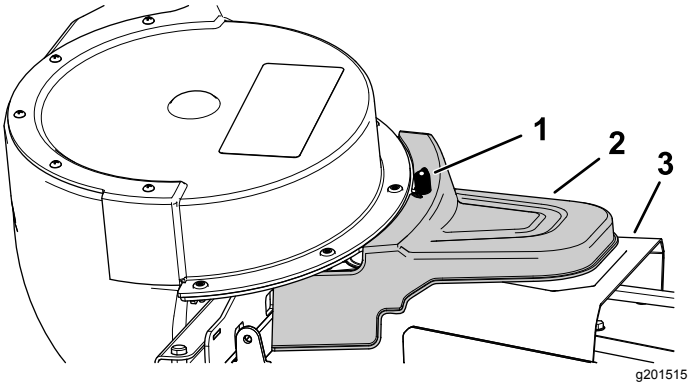

Figur 27
5. Monter det motordrevne opsamlerdæksel over remskærmen, og fastgør det ved at stramme grebet (Figur 27).